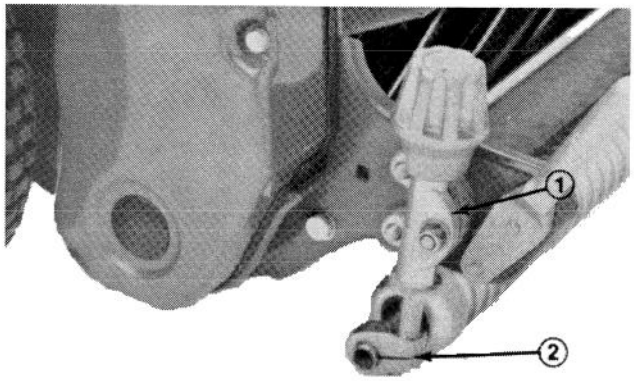

Fig. 6
2. Desserrer les contre-écrous qui fixent les supports de hauteur de coupe aux plaques latérales (Fig. 6).